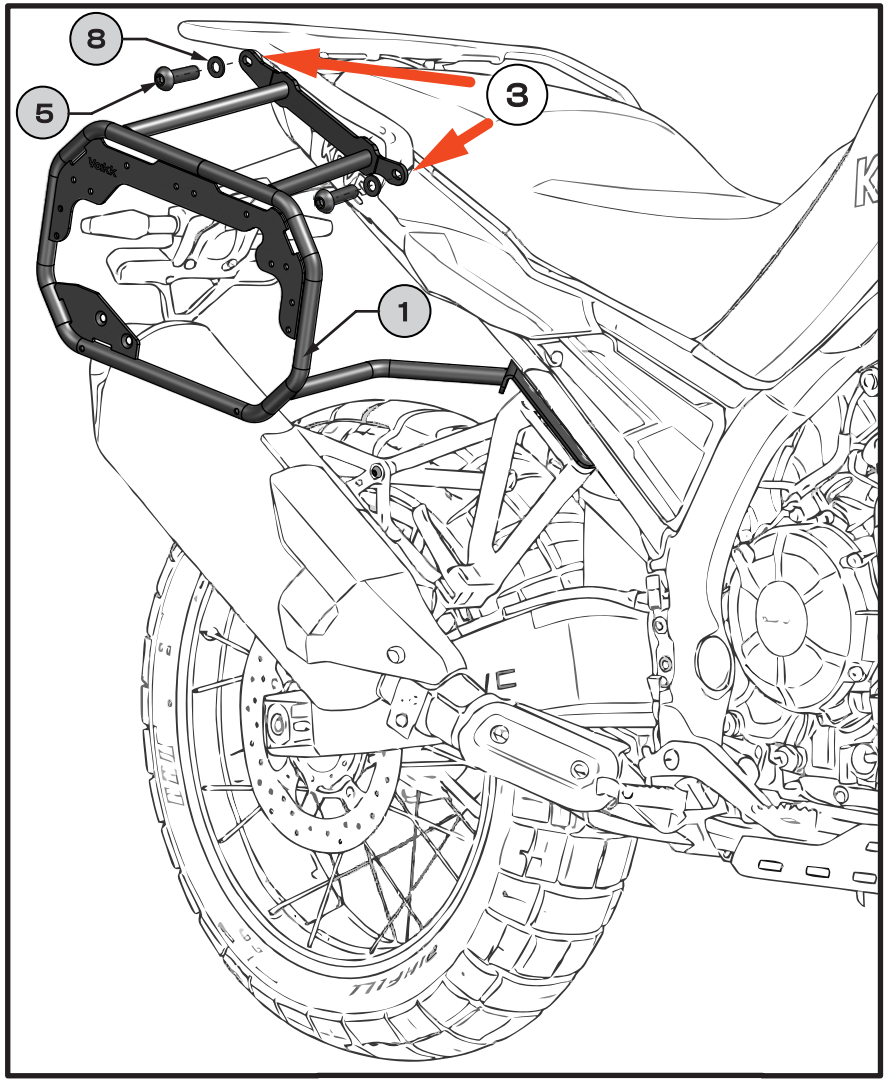

Fig. 4
3. Fasten the right-side carrier **[1]** at the specified locations using a bolts **[5]** with a washers **[8]**. Use medium-strength adhesive. **[Fig. 4]**
6. Fasten the left-side carrier **[2]** at the specified locations using a bolts **[5]** with a washers **[8]**. Use medium-strength adhesive. **[Fig. 4]**